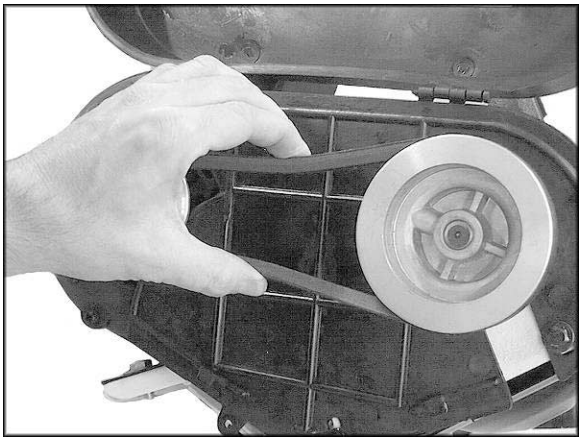

*Figure 17*
5. Check the tension by using moderate finger pressure about midway between the pulleys. The belt should deflect about 1/2". See Figure 17.